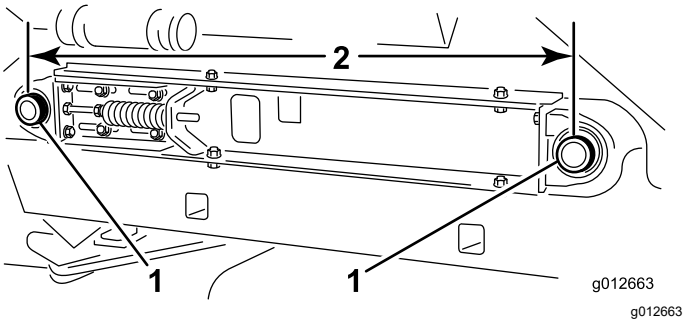

**Figuur 26**
7. Meet de afstand tussen de middelpunten van de rolassen van de band aan elke kant van de machine om te controleren of de afmetingen gelijk zijn (Figuur 26).